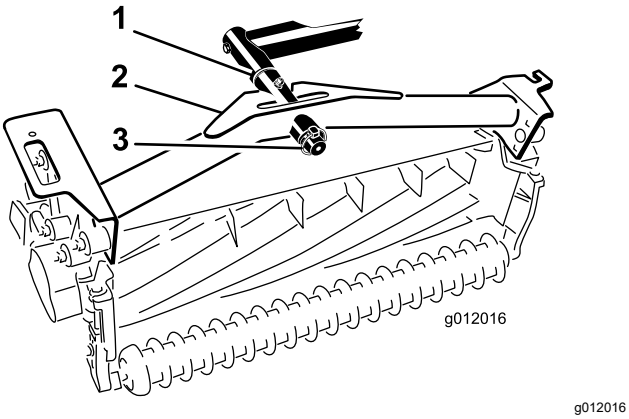

Rysunek 21
2. Na oś należy nasunąć ramę nośną z zespołem tnącym i zabezpieczyć ją przed spadnięciem zawleczką (Rysunek 21).